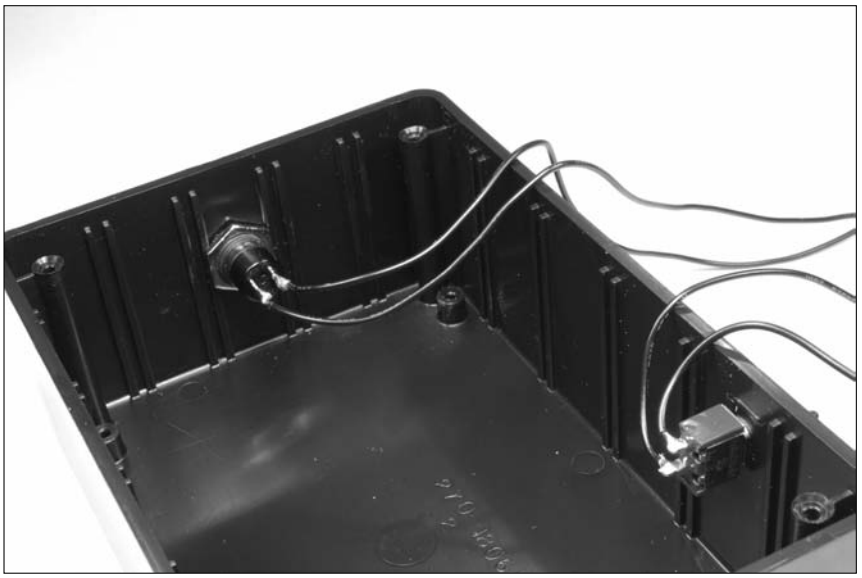

Figure 13-15: Wires soldered to the on/off switch and transmit switch.
3. **Solder the black wire from the battery pack to one lug of the on/off switch and solder an 8" black wire to the remaining lug of the on/off switch, as shown in Figure 13-15.**
4. **Solder an 8" wire to each of the two lugs on the pushbutton transmit switch, as shown in Figure 13-15.**